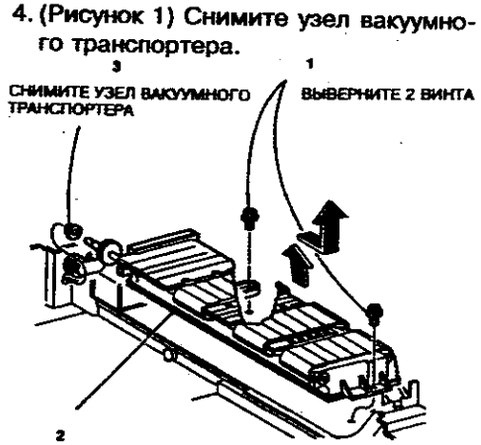

**Рисунок 1. Снятие вакуумного транспортера**
4. (Рисунок 1) Снимите узел вакуумного транспортера.